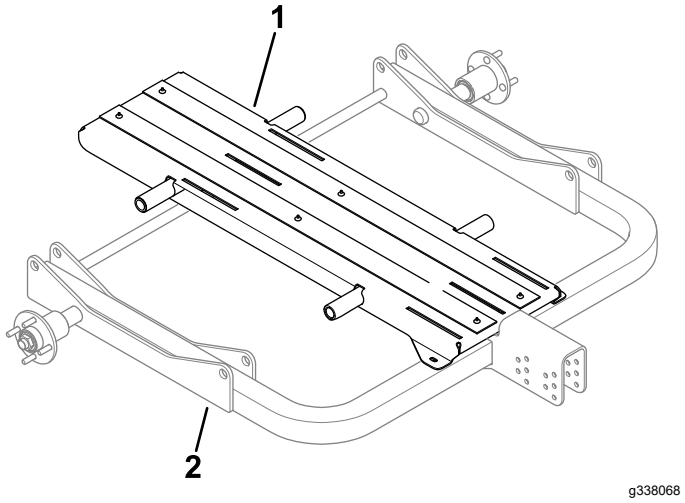

Rysunek 18
1. Umieść wspornik środkowy na ramie głównej w sposób pokazany na Rysunek 18.